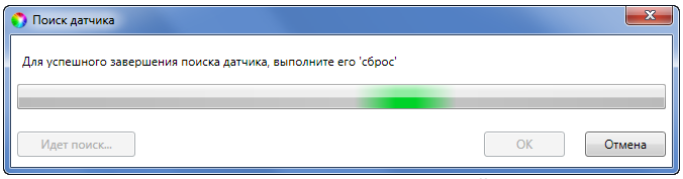

Рисунок 3.3 — Поиск радиоустройства
3. После нажатия кнопки *ОК* начнется поиск радиоустройства контроллером (см. рисунок 3.3). Для того чтобы радиоустройство было обнаружено, его следует перевести в режим связывания, как описано в п. 4.